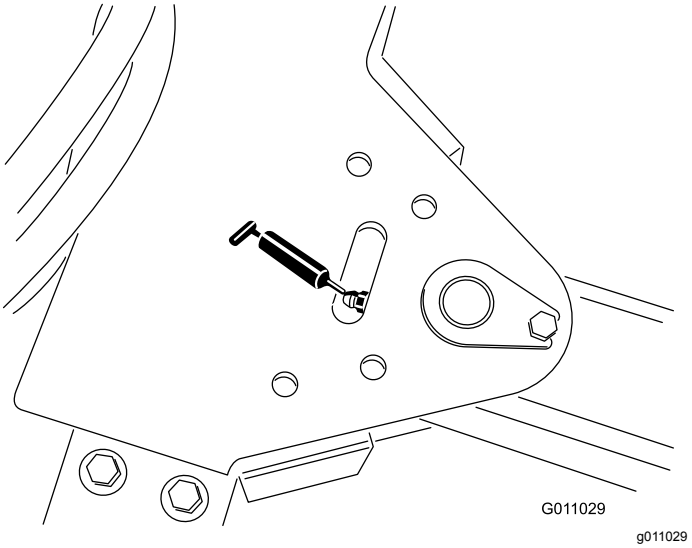

Figur 37
- Koblingsarmaksel (1) (Figur 37)